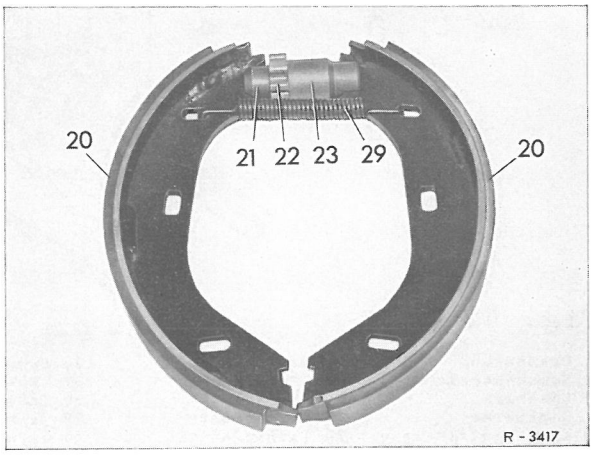

Fig. 42-14/14
8 Stiften (26) trykkes af spredemekanismen (27) og spredemekanismen tages af bremsekablet (1o) (fig. 42-14/15).